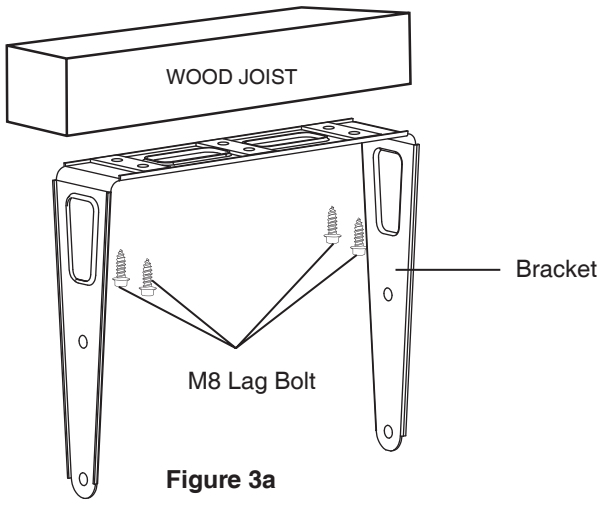

**Figure 3a**
**A**. Mount the bracket with the **wood joist**. Refer to **Figures 3a**.
2. Place the **M8 Lag Bolt(s)** as shown in the **Figures 3a**.